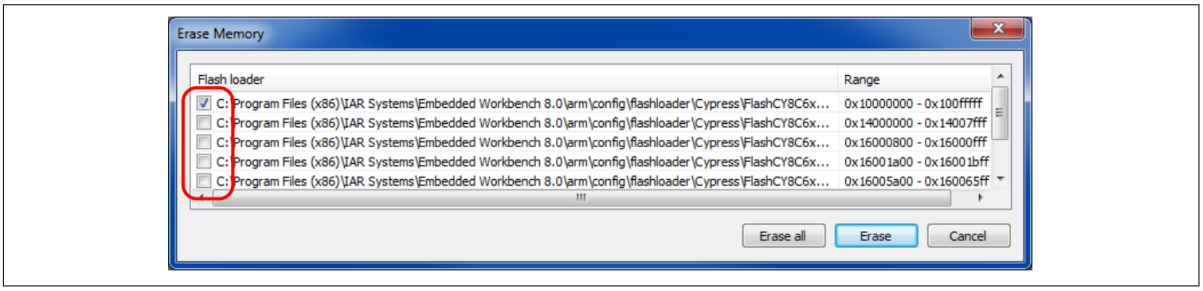

**図 37　　IAR PSOC™ 6 MCU 用 Embedded Workbench 消去メモリダイアログ**
***注**:　　フラッシュを消去する場合、通常は PSOC™ 6 MCU アプリケーションフラッシュ (0x1000 0000 – 0x100F FFFF) のみを消去する必要があります (図 37 を参照) 。*